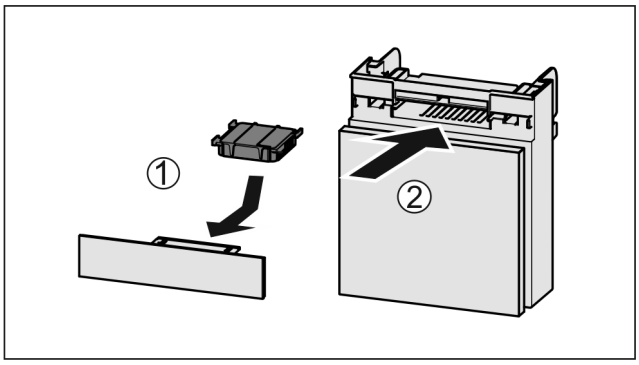

Fig. 139
▶ Insert the carbon filter as shown in the diagram *Fig. 139 (1)*.
▶ Push the compartment in *Fig. 139 (2)*.